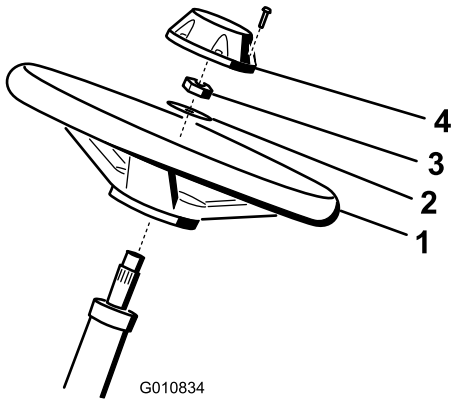

Figura 4
1. Faça deslizar o volante para a coluna de direção (Figura 4).
2. Faça deslizar a anilha para a coluna de direção (Figura 4).
3. Fixe o volante na coluna com uma porca de bloqueio e aperte-a com 27–35 N·m (Figura 4).
4. Instale a tampa no volante e fixe-a com 6 parafusos (Figura 4).